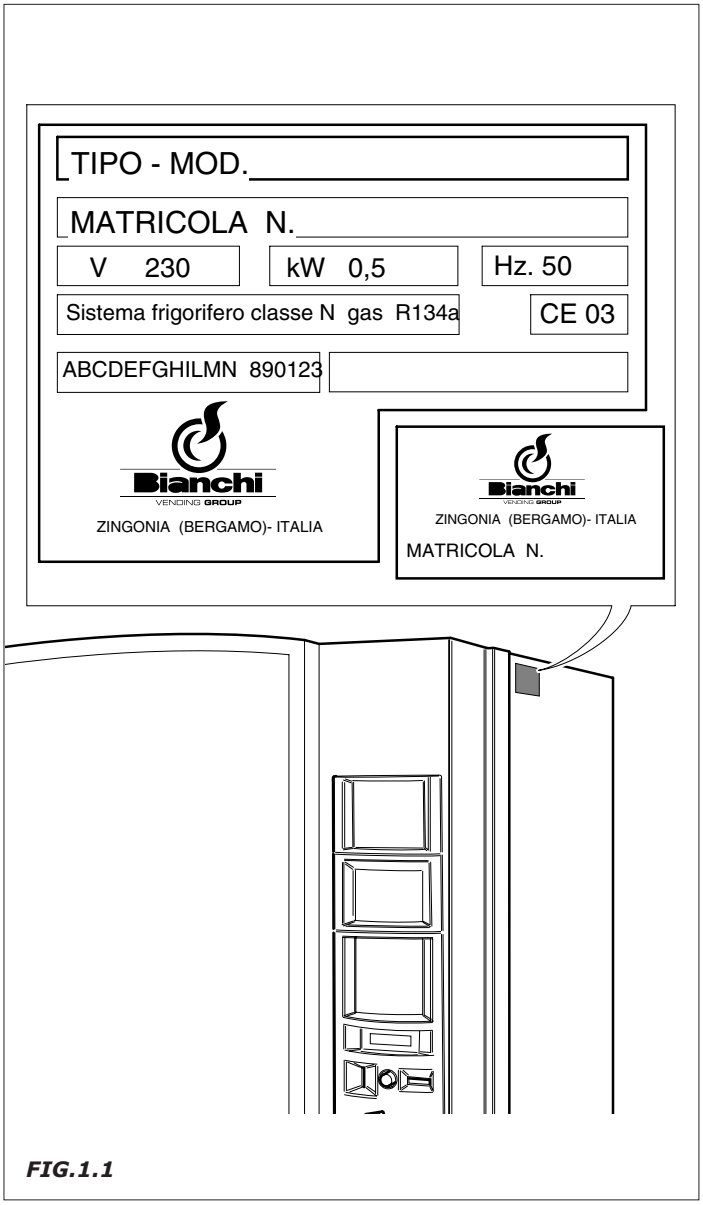

FIG.1.1
- *los datos que aparecen en la placa de características. (Fig.1.1)*